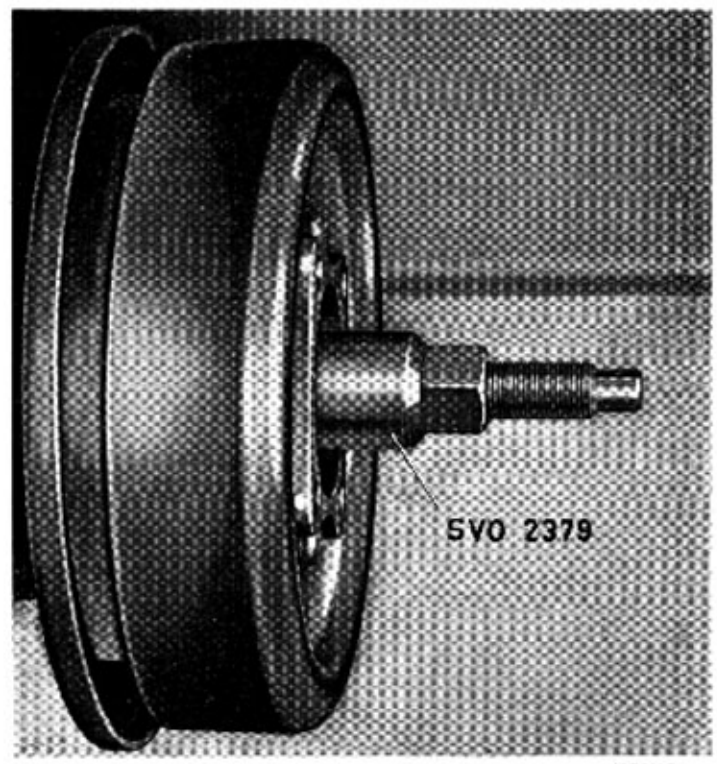

Bild 43-22. Montering av medbringare VOLVO 26643
9. Placera fördelningsväxellådan med framsidan nedåt. Lägg ur framhjulsdriften. Placera en indikatorklocka med mätspetsen mot axeländan, se bild 43-22. Rotera axeln och tryck den samtidigt nedåt. Nollställ indikatorn när axeln inte sjunker mer. Lyft därefter axeln uppåt med hjälp av ett lämpligt